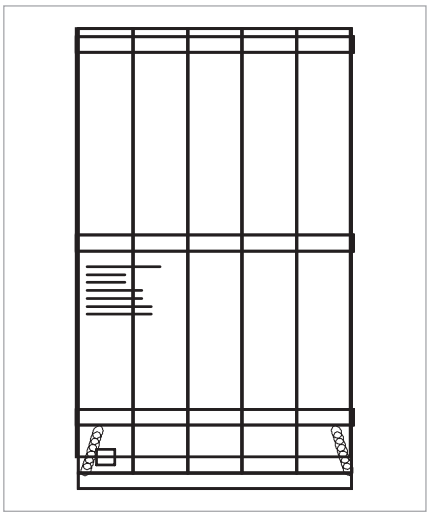

Fig. 7
- en caisses de bois avec film de protection PE (Fig. 7).
- En cas de transport aérien, les unités sont emballées dans des caisses en carton avec un film de protection PE (contre la poussière) ou dans des caisses en bois à base étanche (également en bois) mais sans films anti-poussière (Fig. 7).